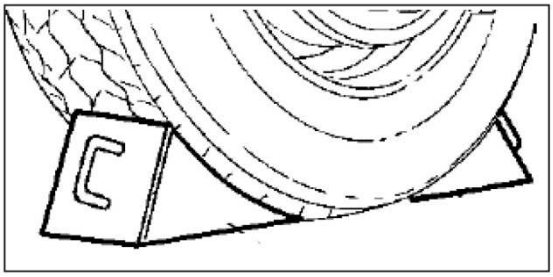

Рисунок 5.2 – Противооткатные упоры
– установите противооткатные упоры под колесо противоположное поднимаемому (рисунок 5.2);